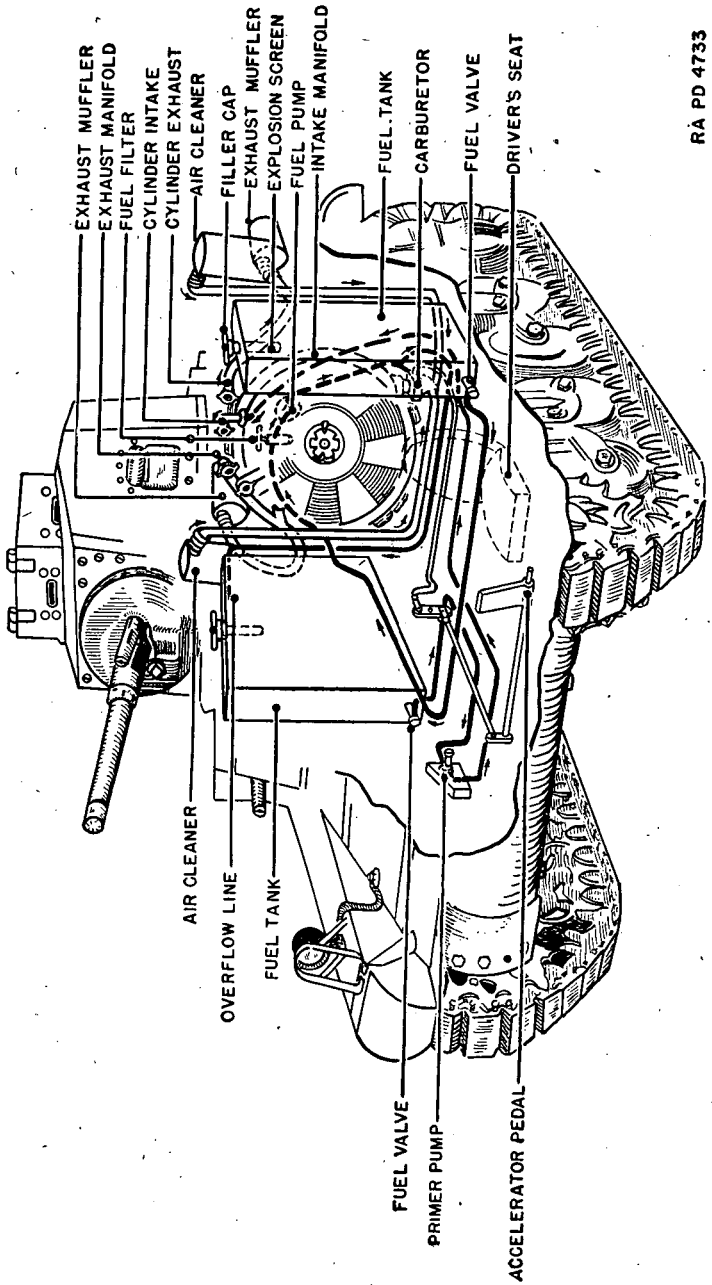

FIGURE 48.—Fuel system, Continental engine.
b. Operation.—(1) *Continental engine* (fig. 48).—The two tanks are interconnected so that either or both of the tanks may be used. The fuel pump draws fuel from the tank through a filter and delivers it to the carburetor. A second line returns the excess fuel to the top of the right tank. The priming pump located on the instrument panel is fed from the right fuel tank through an additional line, delivering fuel to the intake pipes to aid starting.